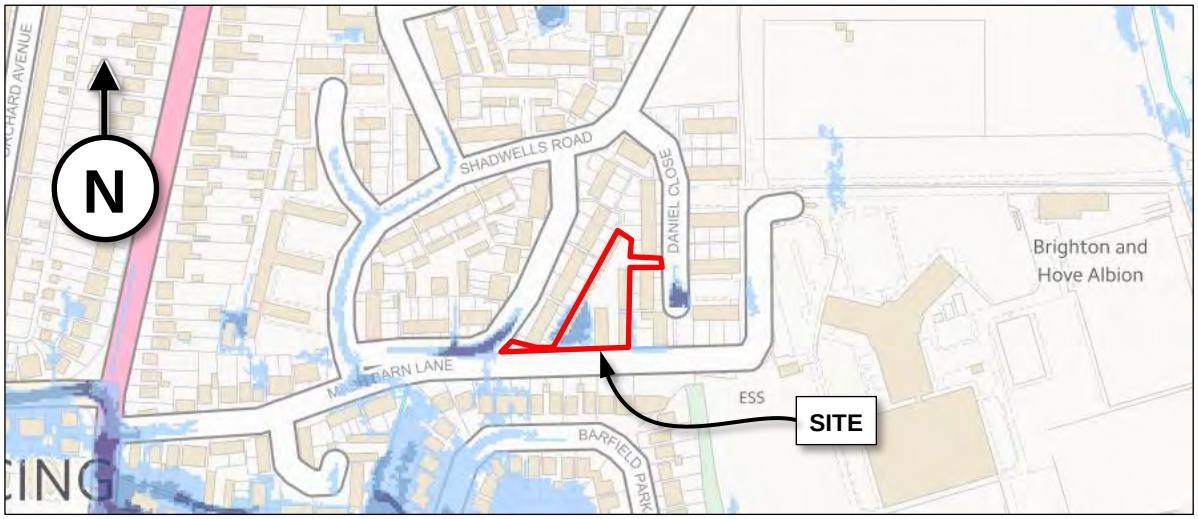

Figure 5.2 Extract from EA online surface water flood map.
5.4 The EA have requested a review of the impacts of flooding if the flood defences are not considered. As shown in Figure 5.2 below and the undefended EA mapping in Appendix H, the site and large areas of Lancing and South Lancing would be within Flood Zone 3 during the 1:200 year undefended event (2012 model). It is also important to consider the benefits that the social housing development will bring by providing much needed social housing. Six of the eight new houses have no accommodation on the ground floor, however, the development also provides two wheelchair accessible, level access homes. This kind of housing must be ground floor only and is in great demand as explained in the Adur Homes' letter included in Appendix K.
5.9 The surface water flood maps from the EA online mapping service, an extract of which is shown in Figure 5.2, show that the site itself is generally in an area at very low risk of surface water flooding, with an area at medium risk of flooding in the south west corner. The topo shows this area to be a localised low point and the proposed levels and drainage scheme will manage surface water within the site prevent surface water ingress into buildings.